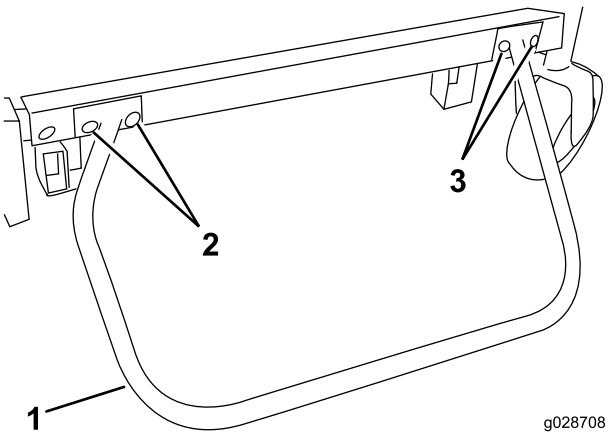

図 17
2. キャリアフレームの右側で、キャリアフレームを昇降アームに固定している前側キャップスクリュ 1/2–13 x 1-1/2 インチ を外す 図 17。
4. バンパーを取り付けて固定する昇降アーム/キャリアフレーム接続部側にはキャップスクリュ 1/2–13 x 1–1/2 インチ 2本を使用し、前ブラケット部にはキャップスクリュ 3/8–16 x 1 インチ 2本とフランジナット 3/8 インチ – 16 を使用する。キャップスクリュ 1/2-13 x 1-1/2 インチ を 95108Nm 9.711.0kg.m = 7080ft–lb にトルク締めする 図 17。